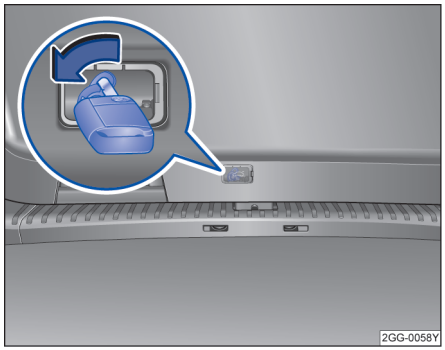

图 57 行李厢应急解锁
– 用手指或长型工具沿箭头方向拨动行李厢盖→ 图 57 应急解锁装置，同时将行李厢盖向外推，直到其打开。